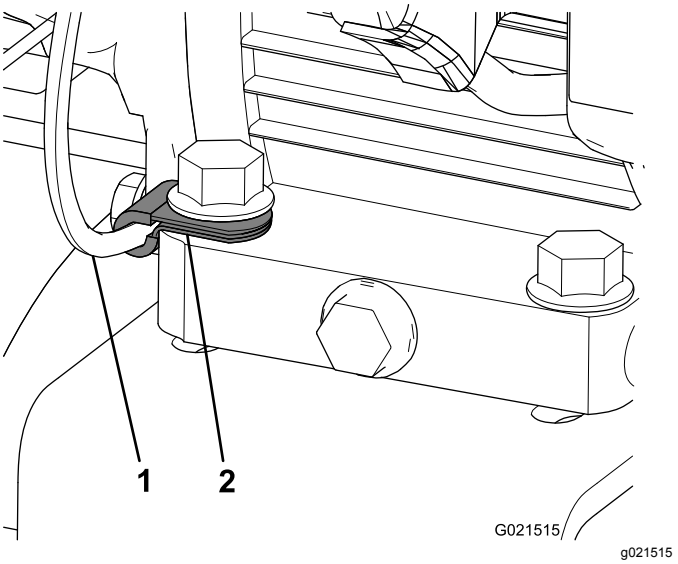

Figur 6
5. Sæt den nye klemme på gaskablet, og bolt den fast på monteringsbeslaget til motorkonvertering ved hjælp af den højre bolt foran (Figur 6).